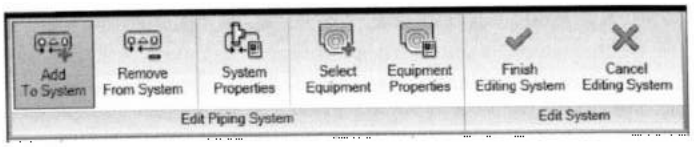

Рис. 40.9. *Лента Edit Piping System редактирования системы*
3. Нажать на ленте кнопку **Edit System.** Произойдет переключение на ленту **Edit Piping System** (рис. 40.9). В строке параметров отображается имя системы, имя оборудования в системе, а также количество элементов в системе.